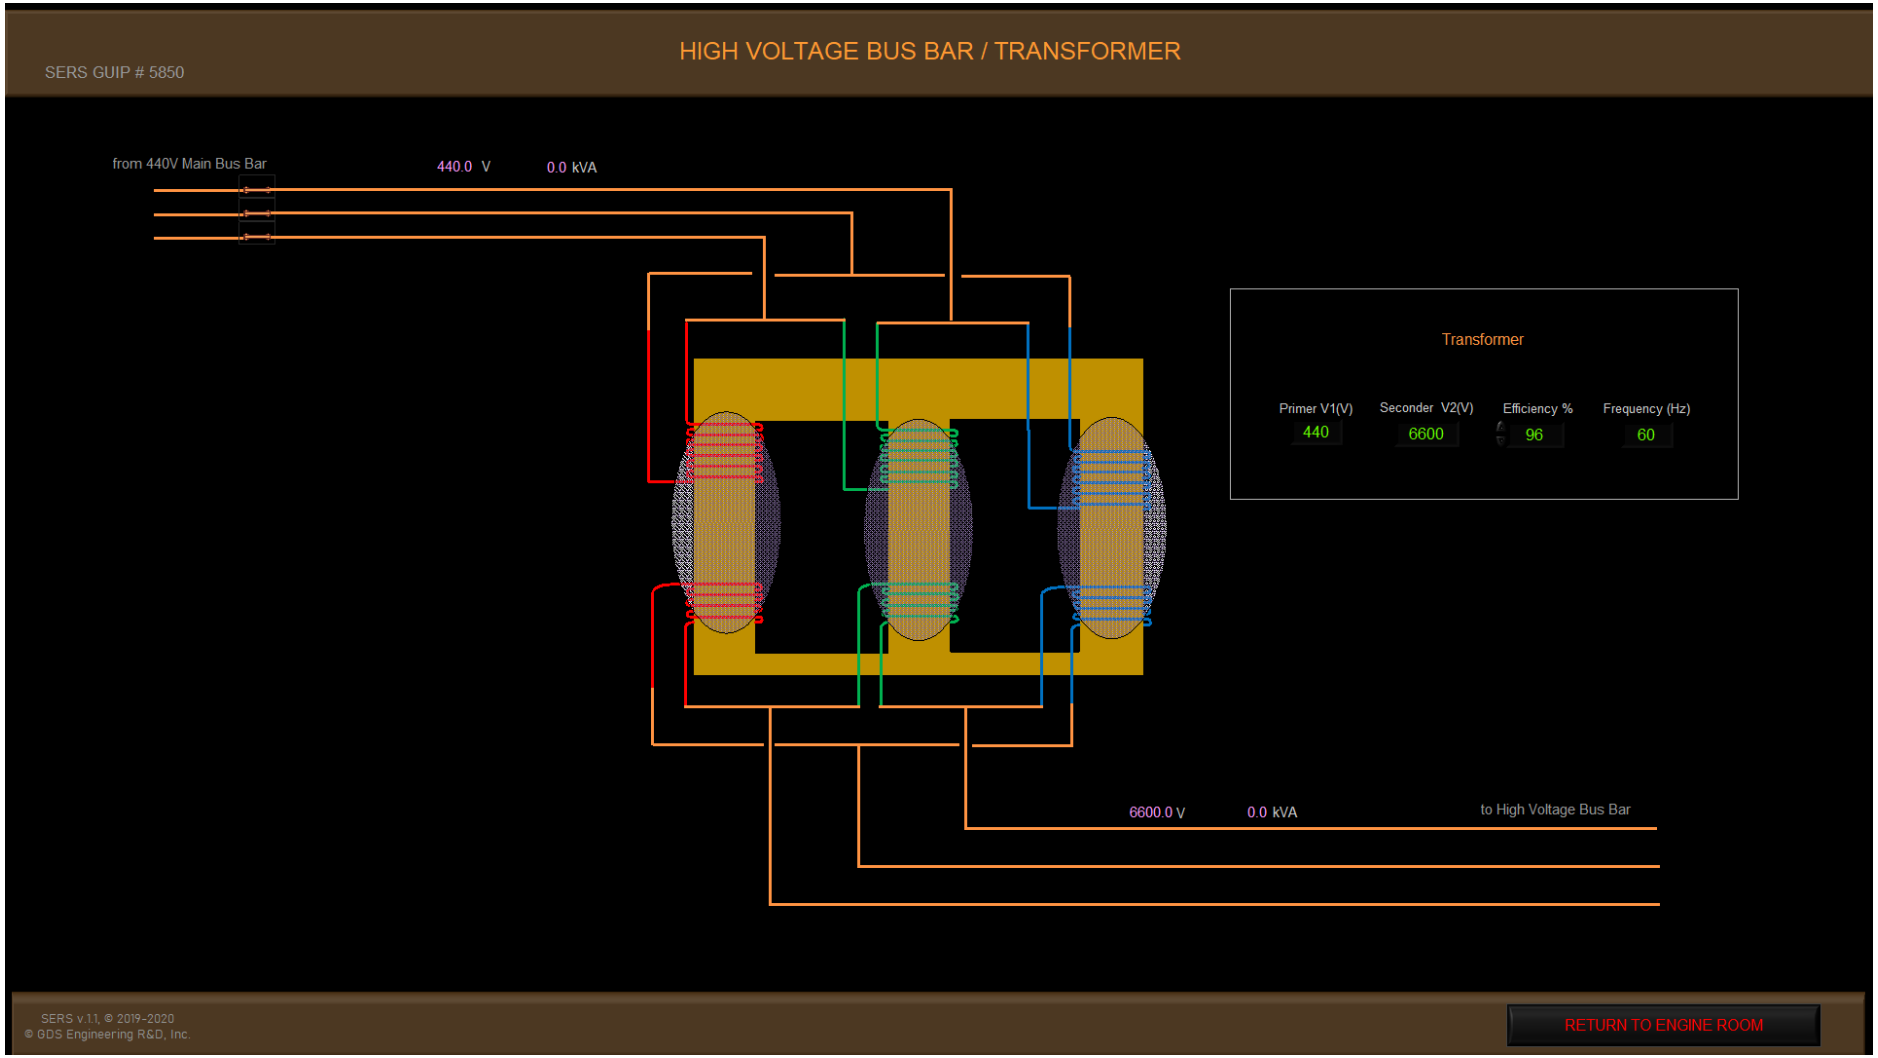

Figure 4.23.1 High Voltage Bus Bar / Transformer (GUI Panel #5850).
- Open Circuit Breakers Panel (GUIP #5500) (**See Figure 4.23.1**).